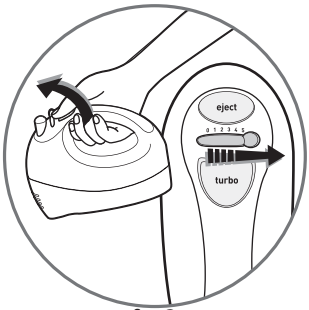

fig.2
- Запустите прибор с помощью переключателя скоростей **(A2)**, **(Рис.2)**, установите переключатель сначала на скорость **1**, затем на **2,3,4,5**. Если продукт требует более интенсивного перемешивания,